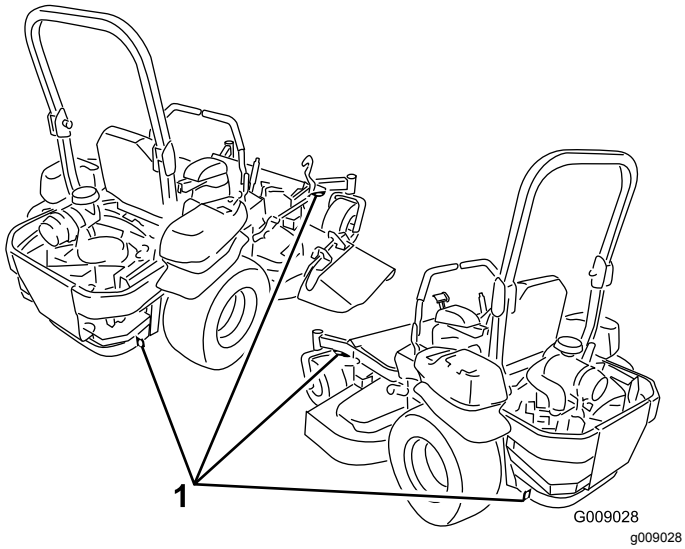

**Figur 29**
5. Brug bindepunktsøjerne af metal på maskinen til at fastgøre maskinen til anhængeren eller lastbilen med stropper, kæder, kabler eller reb (Figur 29).